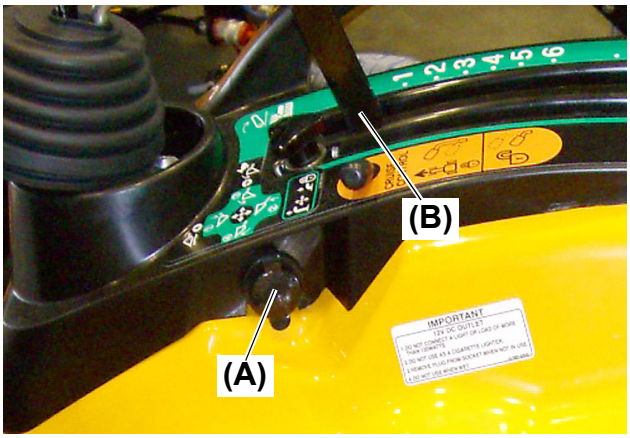
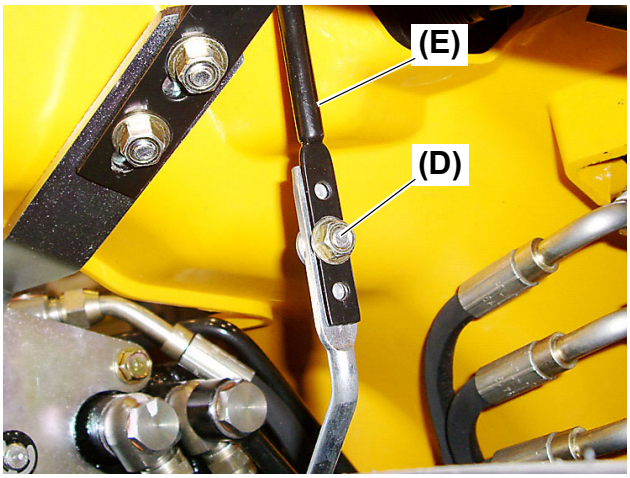

Fig. 3
Fig. 5
5. Remove the M6 nut **(Fig. 5, (D))** that secures the cruise control lever **(Fig. 3, (B))** to cruise rod "B" **(Fig. 5, (E))**. The cruise rod "B" has a weldment stud and two (2) locating pins. The cruise control lever **(Fig. 3, (B))** has three (3) holes.